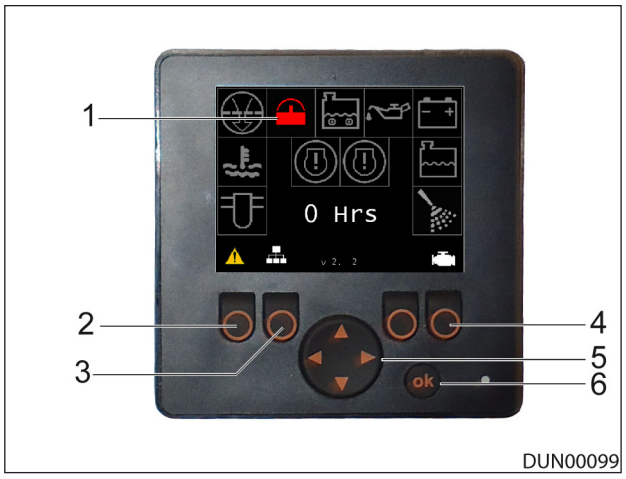

Figure 7.10 - Main Menu Active Fault
4. The last 12 faults are stored in the control panel. Press the right direction button (Item 5) on the panel to scroll through the active faults, Reference: Figure 7.10.
5. To return to the main menu home screen any time press the button under the exit symbol (Item 2), Reference: Figure 7.10.
7. Press the button (Item 2) on the control panel to return to the home screen, Reference: Figure 7.10.
9. Press the button 3 (Reference: Figure 7.10) on the panel to view the machine inputs and outputs, Reference: Figure 7.15.
11. Press the button (Item 2) on the control panel to return to the home screen, Reference: Figure 7.10.